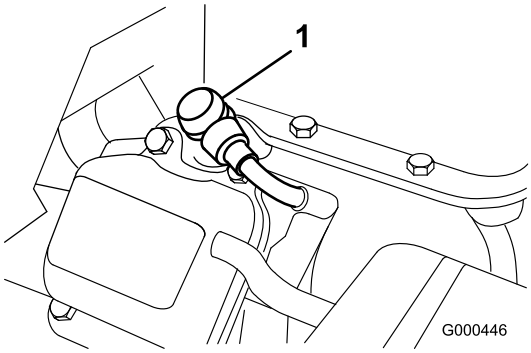

Figur 23
1. Tag den støbte tændrørsledning af tændrøret (Figur 23).